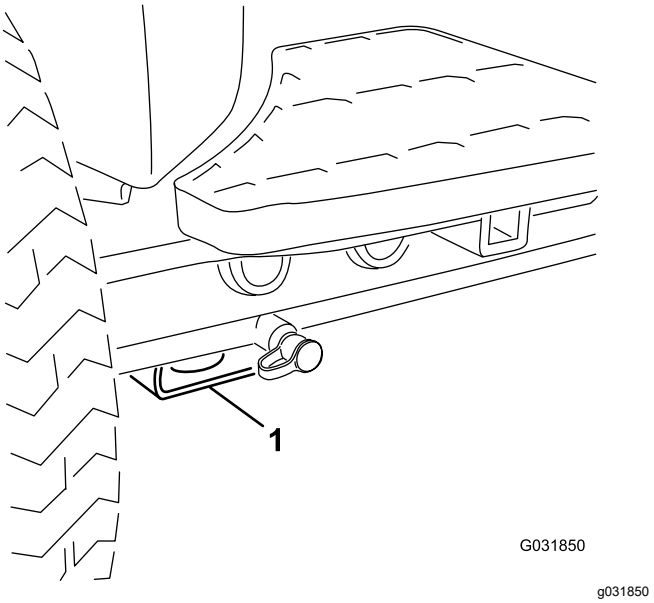

Rysunek 36
- Z przodu — prostokątna płytka, pod pochwą osi, wewnątrz każdej z przednich opon(Rysunek 36).